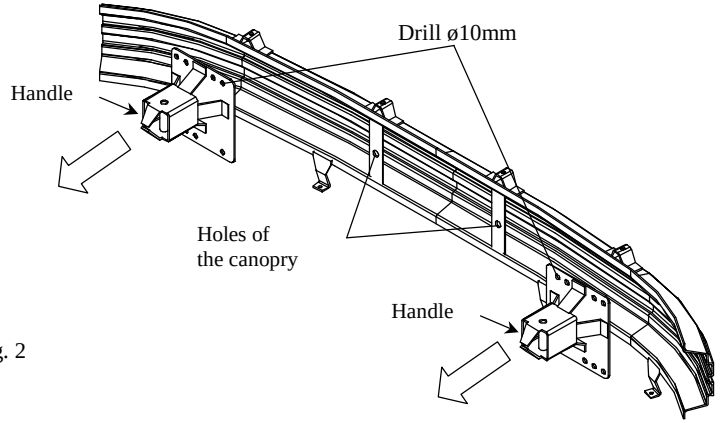

Fig. 2
1. Disassemble the bumper and metal canopy. From the metal canopy one ought to separate handles, therefore one ought to drill holes ø10mm in points of the pressure welding, as showed on the fig. 2. Fix the canopy to the bumper after separating the handles.